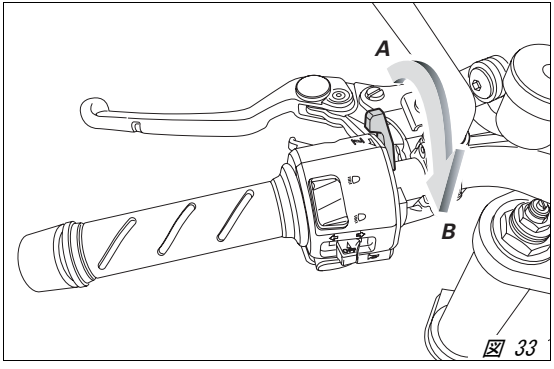

図 33
2) スターターレバーを（B）の位置に動かします（図 33）。
4) チョークレバーを縦位置（A、図 33）に動かして、エンジンの回転数を約 1,400 ～ 1,500 rpm まで高めます。
5) その後、エンジンが徐々に暖機されたら、チョークレバーを徐々に縦位置（A、図 33）に動かします。エンジンが定常温度に達していれば、チョークレバーを完全に閉じてもアイドル回転数に保たれます。